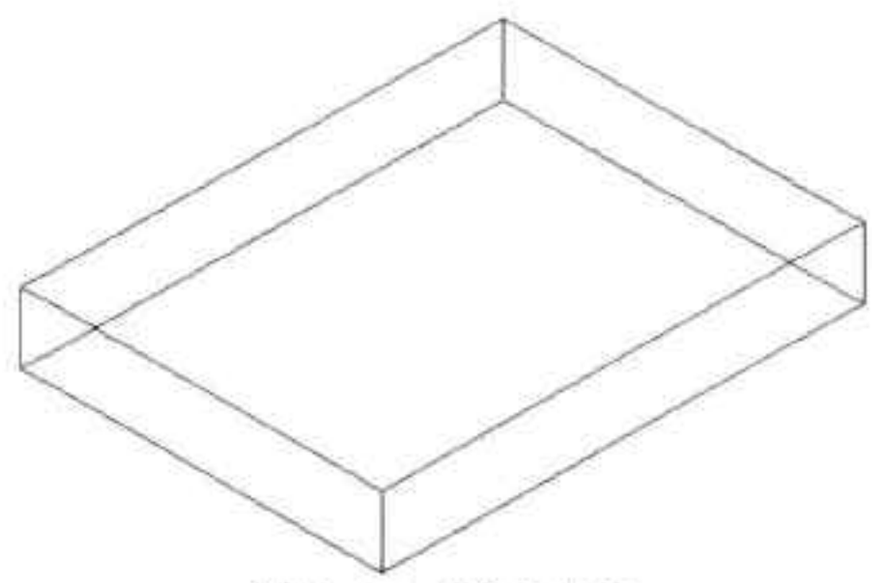

图14-55 拉伸长方形
Step02 将视图设为“西南视图”，执行“拉伸”命令，选中长方形，将其向 Z 轴正方向拉伸“300”，如图 14-55 所示。